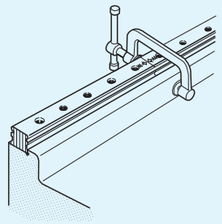

図43　トラックレールをつないで固定する方法
❶トラックレール端部上面のつなぎ合わせマークを合わせて、仮締めします。なお、つなぎ仕様トラックレールは、フリーコンビネーション仕様に仕上げられているのでつなぎ合わせ位置の指定はありません。
❷ベッドの取付基準面にトラックレールの取付基準面を正しく合わせて順次固定します。このとき、トラックレールのつなぎ部に段差が生じないよう、小形のバイスなどを使用してベッドの取付基準面にトラックレールの取付基準面が密着するよう固定します。（図43参照）